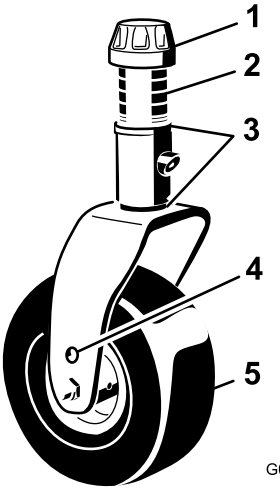
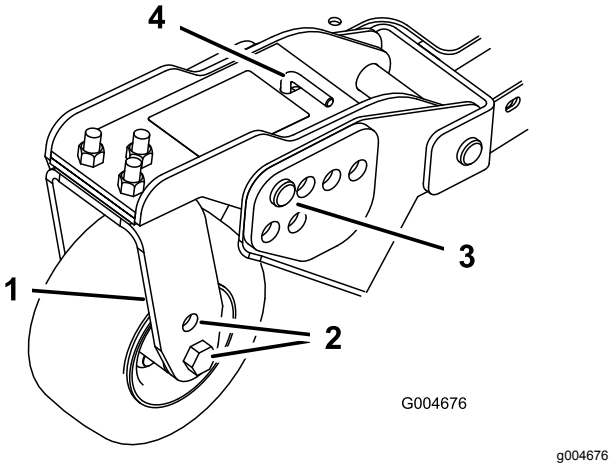
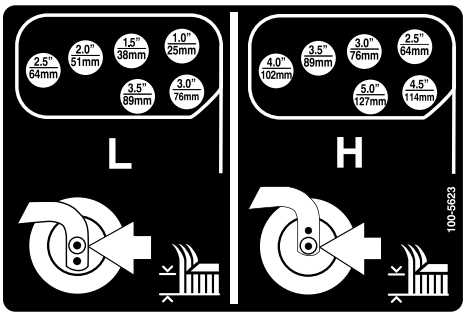

Figur 22
Figur 24
Figur 25
1. Sätt svänghjulsaxlarna i samma hål i alla hjulgafflar (Figur 22 och Figur 24). Ta hjälp av tabellen nedan för att kontrollera vilket hål som är rätt för inställningen.
2. Ta bort spännlocket från spindelaxeln (Figur 22) och skjut ut spindeln ur svänghjulsarmen. Placera de två mellanläggen (3 mm) på spindelaxeln såsom de satt från början. Mellanläggen krävs för att man ska få jämn höjd över hela klippenheternas bredd. Skjut på ett lämpligt antal 13 mm distanser på spindelaxeln för att få önskad klipphöjd. Skjut sedan på brickan på axeln.
4. Ta bort hårnålssprinten och sprintbulten från svänghjulsarmarna (Figur 24).
5. Vrid spännstången för att höja eller sänka svängarmen tills hålen befinner sig i linje med de utvalda fästhålen för klipphöjdsinställning i klippenhetens ram (Figur 24 och Figur 25).
Justera medarna genom att ta bort flänsbulten och muttrarna, placera medarna i önskat läge och sätta tillbaka fästelementen (Figur 24).